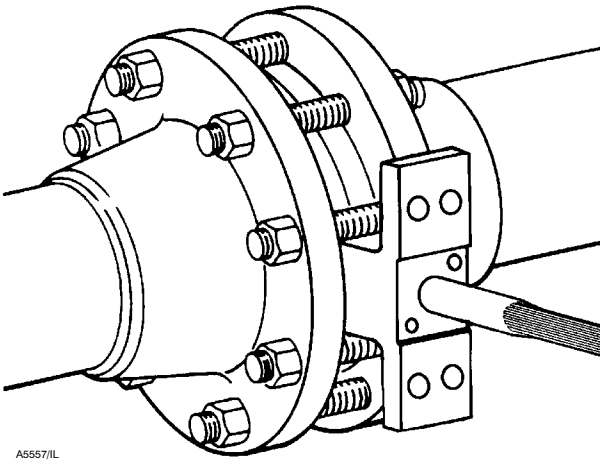

Рис. 5. Правильно установленный бесфланцевый клап
Клапан может быть установлен в любом положении, однако рекомендуется, чтобы ведущий вал клапана находился в горизонтальном положении, а привод располагался вертикально, как показано на рис. 5.
1. Рекомендуемые положения установки клапана показаны на рис. 5.